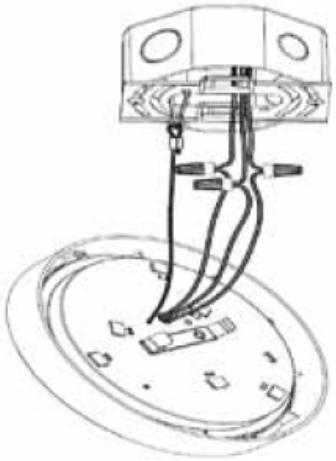

Fig. 2
4. Conecte el cable negro al conductor, el cable blanco al neutro y el cable verde a la descarga a tierra usando los casquillos (suministrados). Coloque todos los cables en la caja de empalme[Fig. 2].